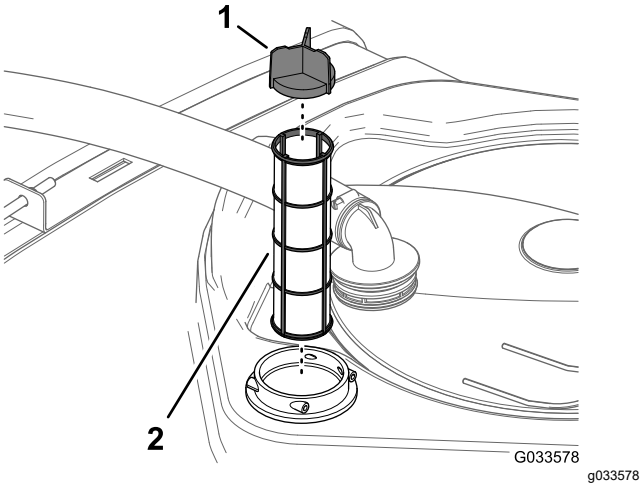

Figur 55
4. Dra ut sugfiltret ur filterkåpan i tanken (Figur 55).